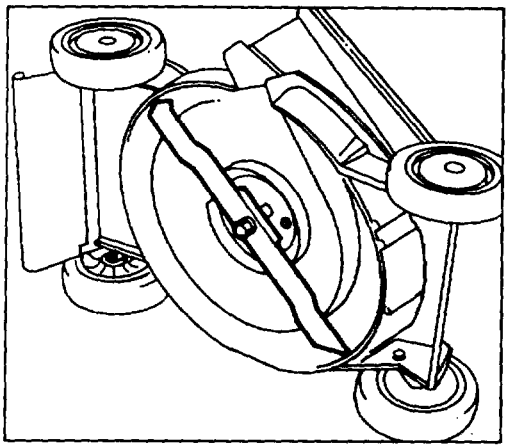

Figure 14
3. Tip mower on its left side (Fig. 14). Avoid rotating blade because starting problems may result.